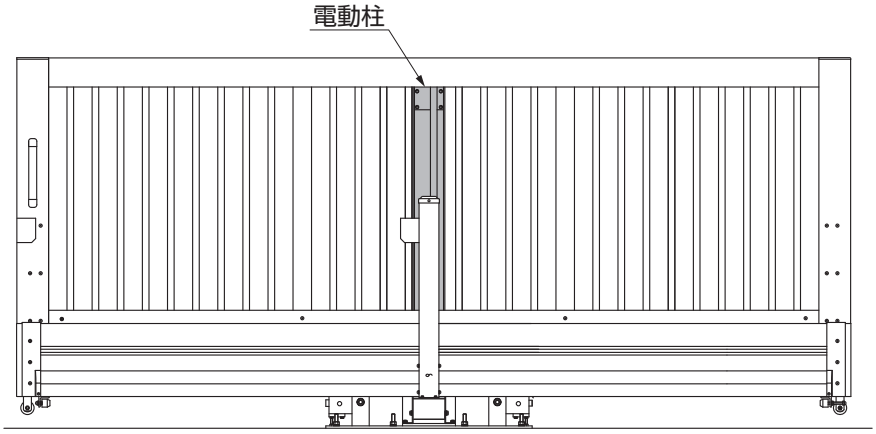

図8-2
②調整を行なう側の本体ベースを電動柱に対して中央になるように戻してください。（図8-2参照）
③「ベースローラー取付ナット」を緩めて、ベースローラーの取付位置を本体パネルの通りが一直線になるように調整してください。
④緩めた「ベースローラー取付ナット」を確実に締めて固定してください。